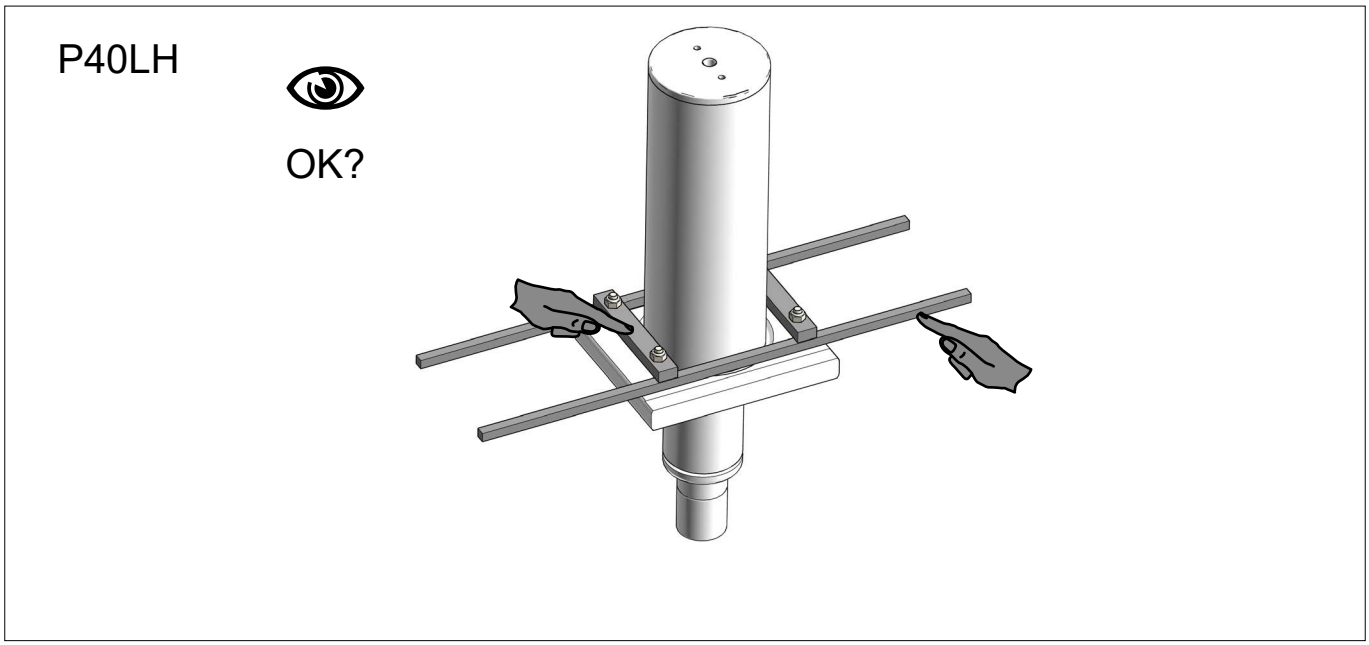

Fig.34
- Cylinderophæng *(Fig.34)*
- Cylinder support *(Fig.34)*
- Unterstützung des Zylinders *(Fig.34)*
- Support du cylindre *(Fig.34)*
- Cylinderstöd *(Fig.34)*
- Sylinterin tuki *(Fig.34)*
- Cilindersteun *(Fig.34)*
- Soporte del cilindro *(Fig.34)*
- Supporto cilindri *(Fig.34)*
- Опора цилиндра *(Fig.34)*